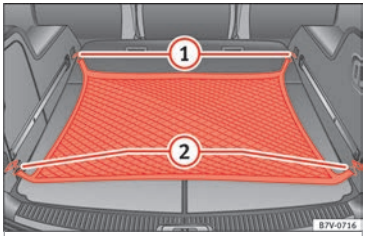

Afb. 173 In de bagageruimte: ingehaakte bagagenet.
- Maak het bagagenet aan de bevestigingsogen ››› **afb. 173** ① en ② vast.
- Maak de haken van het bagagenet voorzichtig los van de bevestigingsogen ››› **afb. 173** ①.
- Maak de haken van het bagagenet voorzichtig los van de bevestigingsogen ››› **afb. 173** ②.